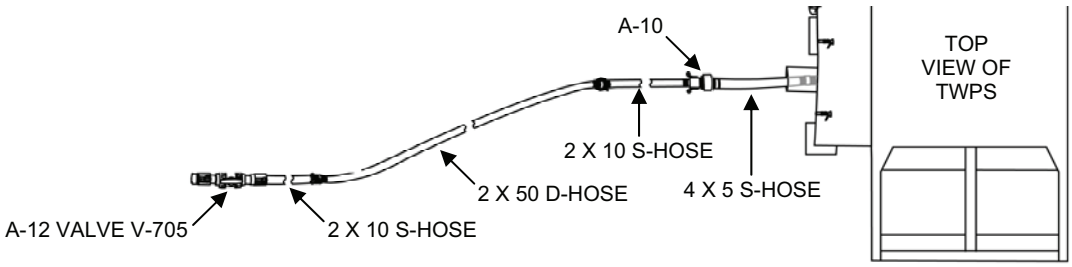

Figure 3. Cleaning Waste Hose Set-Up Without the Cleaning Waste Tank.
e. If not using the cleaning waste tank, set up the cleaning waste hoses as follows (Figure 3):
e. If the waste tank is not used, **open** valve V-705 on Adaptor A-12 at the end of the waste hoses (Figure 3).